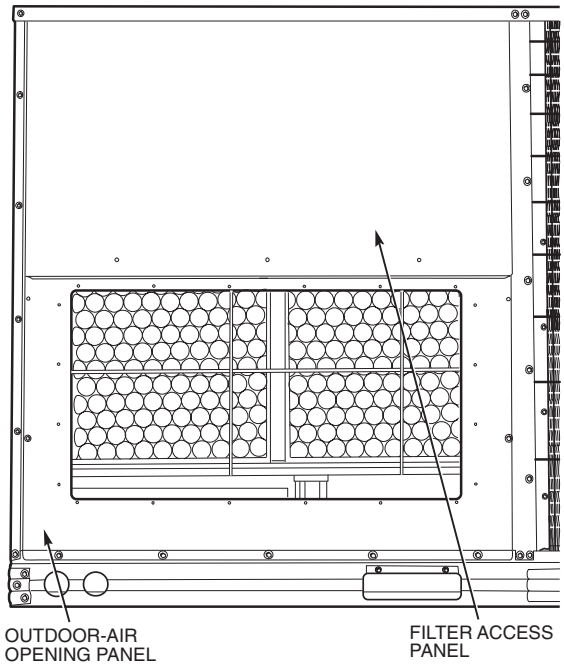

**Fig. 29 — Typical Access Panel Locations**
1. To remove the existing unit filter access panel, raise the panel and swing the bottom outward. The panel is now disengaged from the track and can be removed. Remove the indoor coil access panel and discard. See Fig. 29.